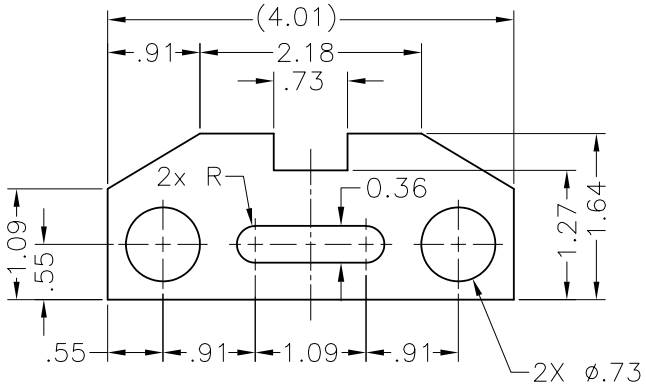
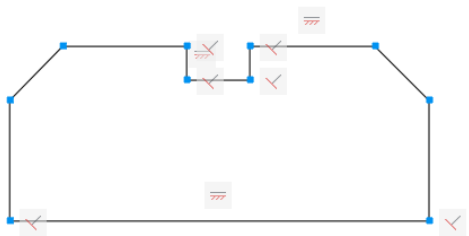

Figure 1-7 *Sketch for Example 1*
Figure 1-8 *Outer loop of the sketch*
Draw the sketch shown in Figure 1-7 and apply appropriate constraints to it. Do not dimension the sketch.
2. Ensure that the **Infer Constraints** button is chosen in the Status Bar. By using the **Line** tool, draw the outer profile similar to that shown in Figure 1-7. Make sure that the endpoints are snapped so that they form a closed sketch, as shown in Figure 1-8. Note that in your drawing, the constraints applied by default may be different from that shown in Figure 1-8, as it depends upon the start point and the procedure used to draw the lines.
Next, you need to create the inner loop using the **Arc**, **Circle**, and **Line** tools at an arbitrary location. But the profile should be similar to that given in Figure 1-7. Next, you need to apply the constraints.